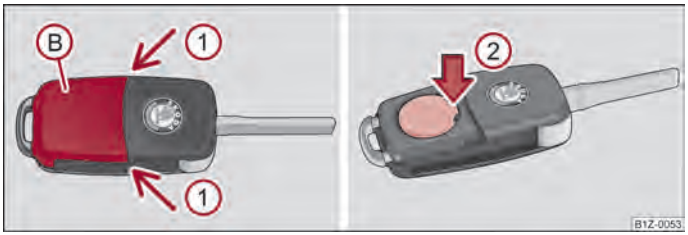

Fig. 10 Remote control key - remove cover/remove battery
Each remote control key contains a battery which is housed under the cover Ⓑ ⇒ fig. 10. If the battery is discharged, the red warning light Ⓐ does not flash after you press a button on the remote control key ⇒ fig. 9. We recommend that you have the batteries of the key replaced by an authorised ŠKODA Service Partner. You should, however, proceed as follows if you wish to replace the discharged battery yourself:
– Press off the battery cover with your thumb or using a flat screwdriver at the points of the arrows ① from ⇒ fig. 10.
– Remove the discharged battery from the key by pressing the battery downwards at the point of the arrow ② ⇒ fig. 10.